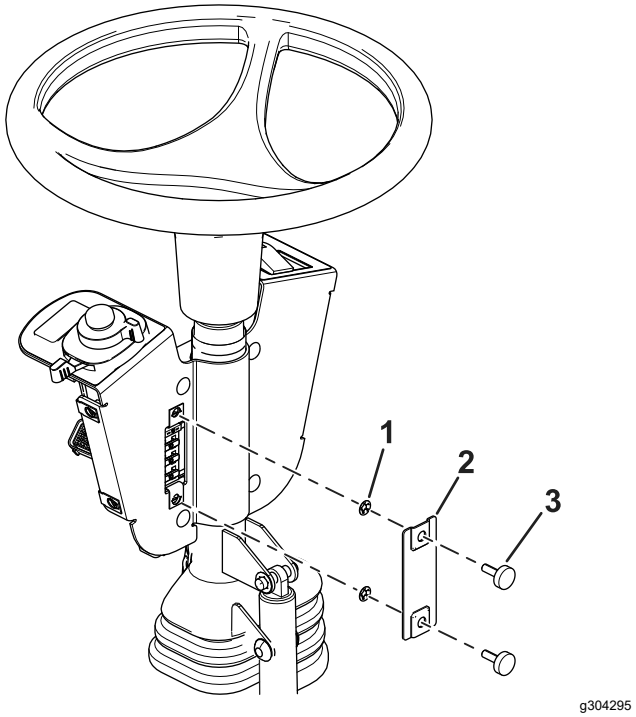

Figur 9
11. Monter sikringsdækslet på kontaktbeslaget med 2 fingerskruer og 2 trykmøtrikker (Figur 9).
Bemærk: Sørg for, at trykmøtrikkerne er monteret på indersiden af sikringsdækslet (Figur 9).